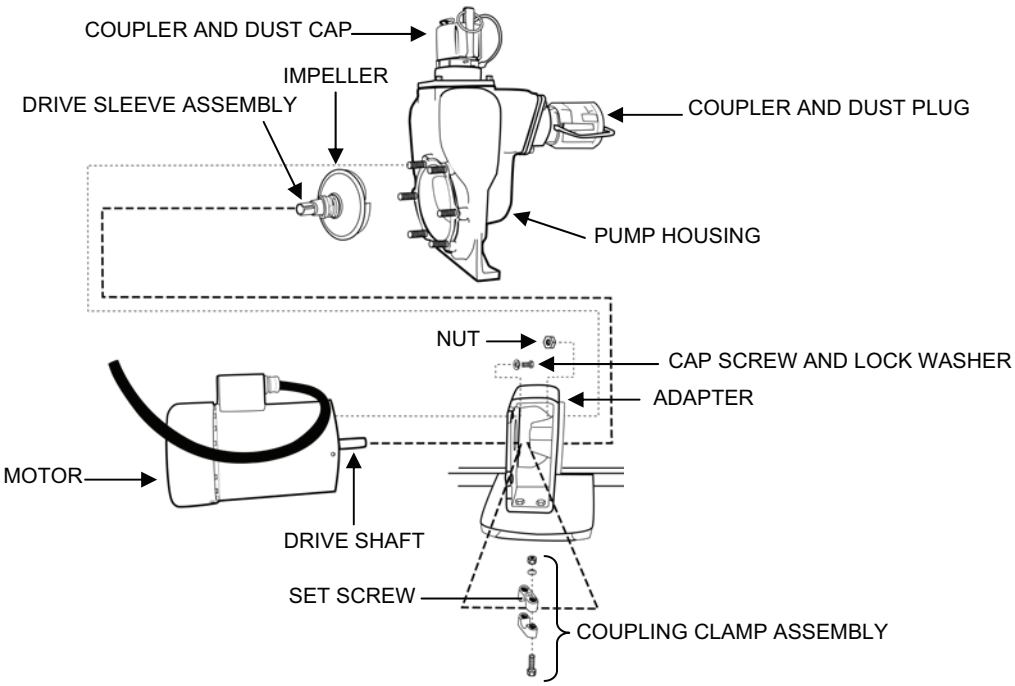
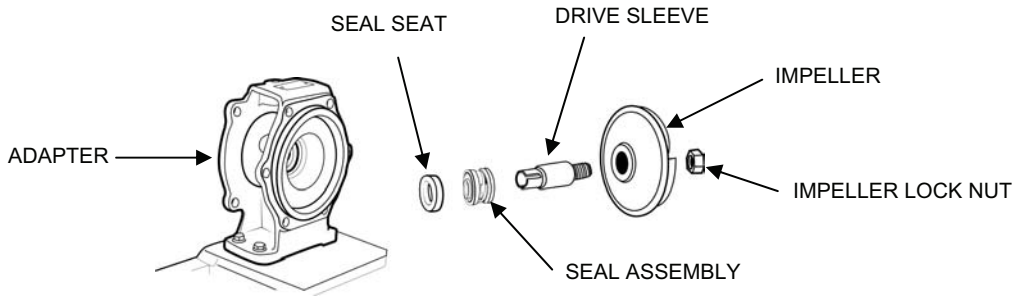

Figure 9. Pump P-2 Electric Motor Replacement.
Figure 10. Drive Sleeve, Impeller, and Seal Assembly.
Replace the P-2 Pump electric motor as follows (see Figure 9 and Figure 10):
f. Remove the lock nut and drive sleeve from the impeller (see Figure 10). Discard the sleeve and seal assembly. Attach the new sleeve to the impeller using the lock nut.